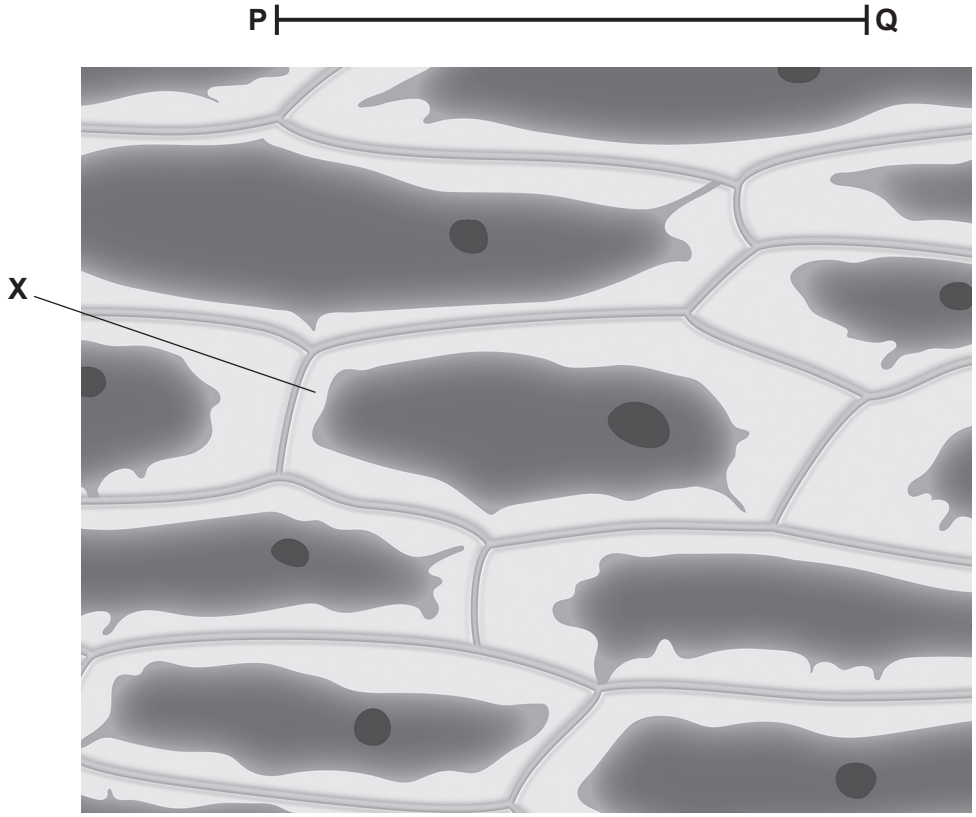

**Fig. 2.1**
**2** **(a)** Fig. 2.1 shows epidermal cells from a red onion.
**(i)** Draw a large diagram of the cell labelled **X** in Fig. 2.1.
**(ii)** Line **PQ** on Fig. 2.1 represents the length of cell **X**.
Measure the length of line **PQ** on Fig. 2.1.
$$\text{magnification} = \frac{\text{length of line } \mathbf{PQ} \text{ in Fig. 2.1}}{\text{actual length of cell } \mathbf{X}}$$